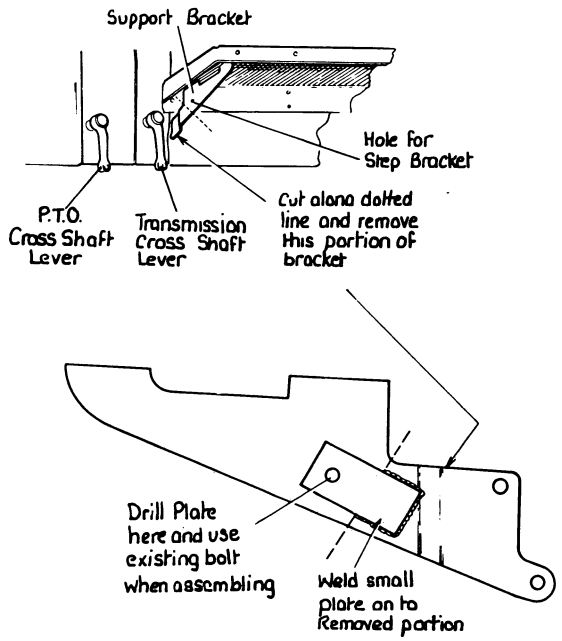

FIGURE B4. FOOTPLATE MODIFICATION
1. Remove left-hand footplate or modify footplate by cutting at front as shown in figure B4.